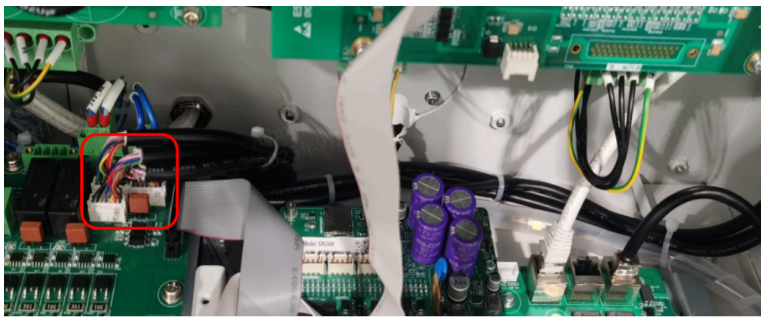

图 5-15 IO 线接线
- 若布线原位置有旧扎带，需先剪掉旧扎带，再按图 5-15 IO 线接线位置重新捆扎；